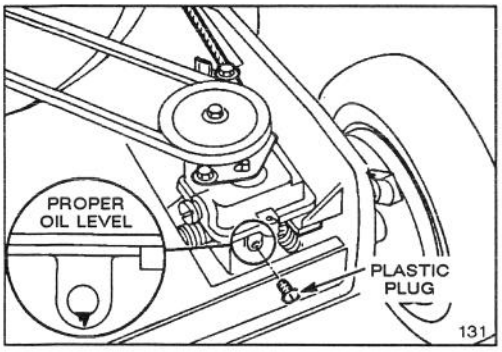

Figure 17
2. CHECKING GEAR OIL LEVEL (Fig. 17)-Position mower on level surface and clean around plastic plug. Remove plastic plug and watch for oil to ooze out of hole. If gear oil oozed out, quickly install plastic plug because oil is at proper level. If oil does not flow, add gear oil: see step 3.